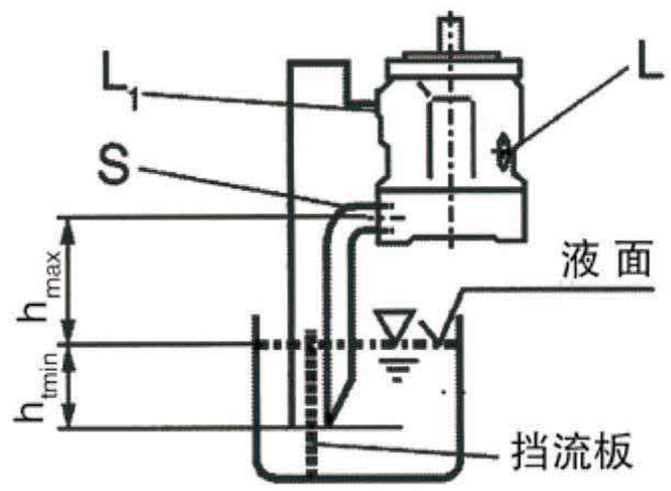

图 2
b)如果油箱的最低液面低于泵的安装法兰面，则封闭泄油口“L”，泄油口“L_1”及进油口“S”按图2配管，并参见1.2.1节。
在安装前泵置于水平位置并灌满油液。如安装于油箱的上方，参见图2。